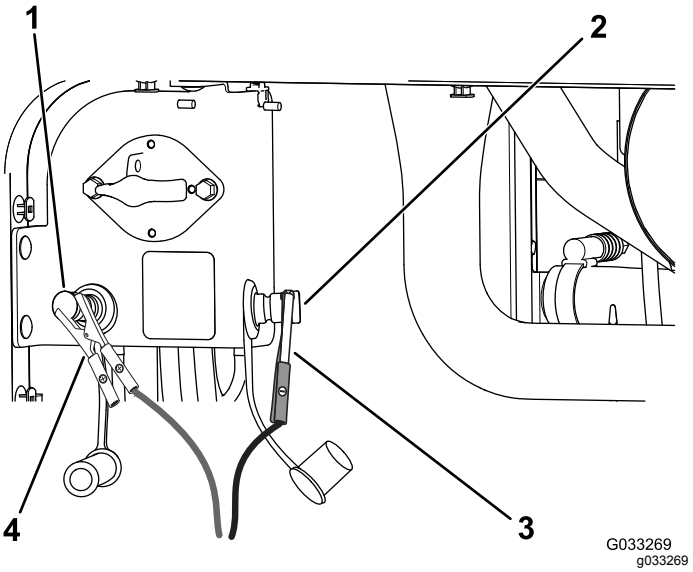

**Figur 116**
4. Anslut plusstartkabeln (+) till plusstartpolen (Figur 116).
5. Anslut minusstartkabeln (−) till minusstartpolen (Figur 116).
7. När motorn startar ska den andra personen koppla bort minusstartkabeln (−) från minusstartpolen och sedan koppla bort plusstartkabeln (+) (Figur 116).